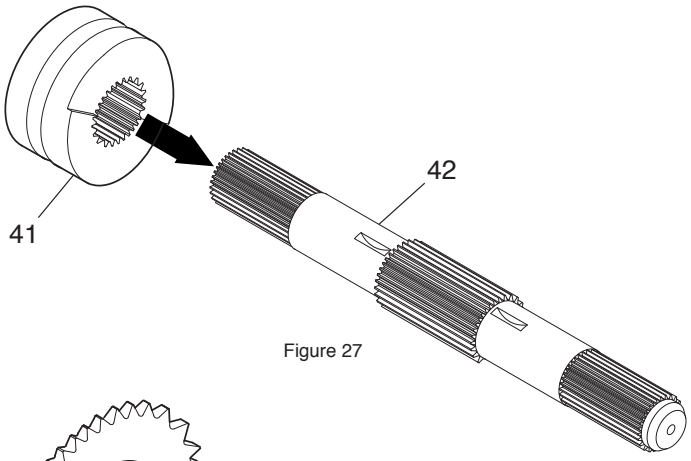

Figure 27
Slide the clutch assembly #F4117039 (item 41) on the grooved shaft #F4122377 (item 42). Make sure the direction wheel slides freely on the shaft (see figure 27).